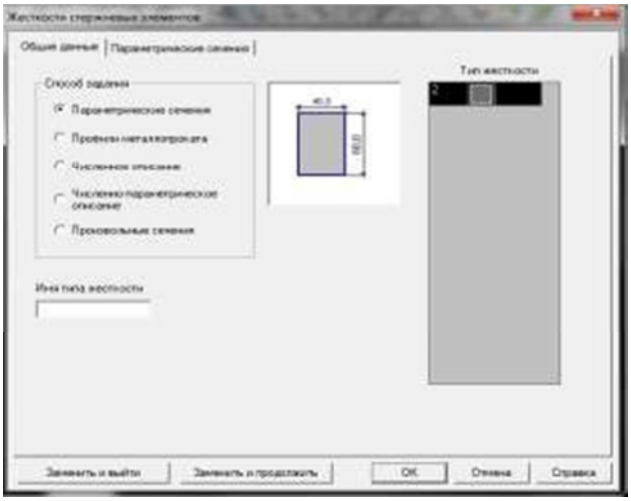

Рисунок 1.10 – 1-ая страница диалогового окна SCAD для выбора способа задания жесткости стержневых элементов
8. Назначение жесткостей стержневых элементов (материал, поперечное сечение и коэффициенты упругого основания) осуществляется нажатием кнопки вкладки **Назначения** инструментальной панели. При этом появляется многостраничное диалоговое окно **Жесткости стержневых элементов**, на первой странице которого **(Выбор типа жесткости)** необходимо активизировать опцию **Параметрические сечения**, поставив маркер в соответствующем поле (рис.1.10.)